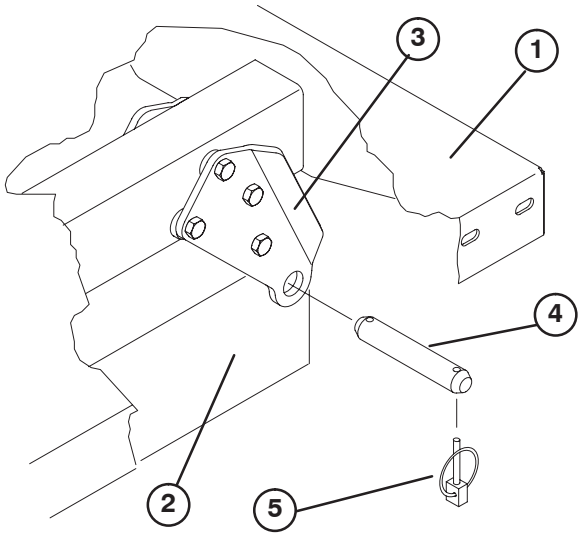

Figure 10
3. Retirez les axes qui fixent les côtés tiges de vérins aux plaques de montage du plateau en les poussant vers l'intérieur (Fig. 10).
4. Enlevez les goupilles à anneau et les axes de chape qui fixent les supports de pivot aux profilés du châssis (Fig. 10).
Remarque : Vérifiez que les plaques de pivot arrière sont boulonnées aux châssis/profilé du véhicule de sorte que l'extrémité inférieure soit inclinées vers l'arrière (Fig. 10).
2. Avec précaution, placez le plateau sur le châssis du véhicule en alignant les trous des plaques de pivot arrière et ceux du profilé arrière du châssis. Montez (2) axes de fixation et goupilles à anneau (Fig. 10).
3. Abaissez le plateau, fixez chaque extrémité de la tige du vérin aux fentes appropriées dans les plaques de montage du plateau au moyen d'un axe et d'une goupille à anneau. Insérez l'axe de fixation par l'extérieur du plateau, la goupille à anneau vers l'extérieur (Fig. 10). Les fentes arrière sont réservées à l'installation du plateau complet et les fentes avant à l'installation du plateau 2/3.